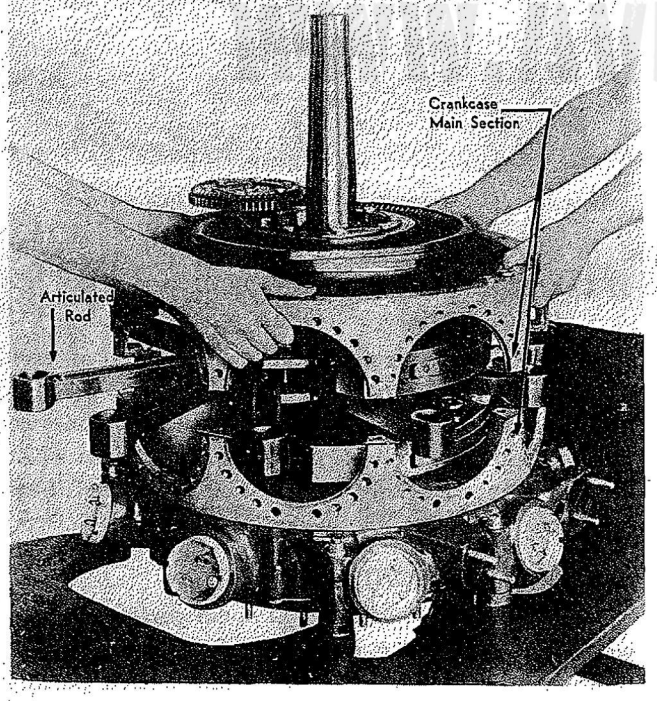

Figure 226—Installing Crankcase Internal Attaching Nuts
c. Coat the mating surfaces of both the crankcase front and rear main sections with a non-hardening gasket sealing compound and install the nine short rubber seals at these mating surfaces on the crankcase rear main section. Make certain that the seals are in their proper position before continuing the assembly. Refer to Figure 226.